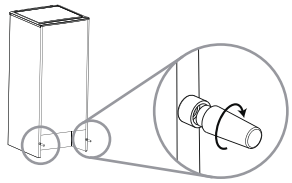

Fig.2
**2** Indien aanwezig, installeer de wand spacer in een centrale positie aan de achterzijde van het apparaat.(fig. 2)